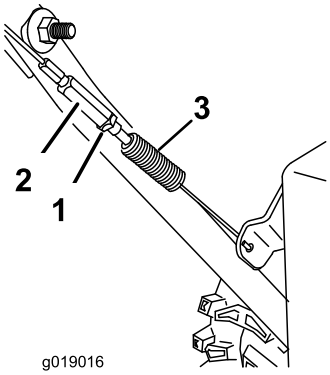

Figuur 31
1. Draai de contramoer los (Figuur 31).
2. Verstel de spanmoer (strakker/losser) totdat de pen de juiste tussenruimte heeft (Figuur 31).
3. Draai de contramoer vast (Figuur 31).